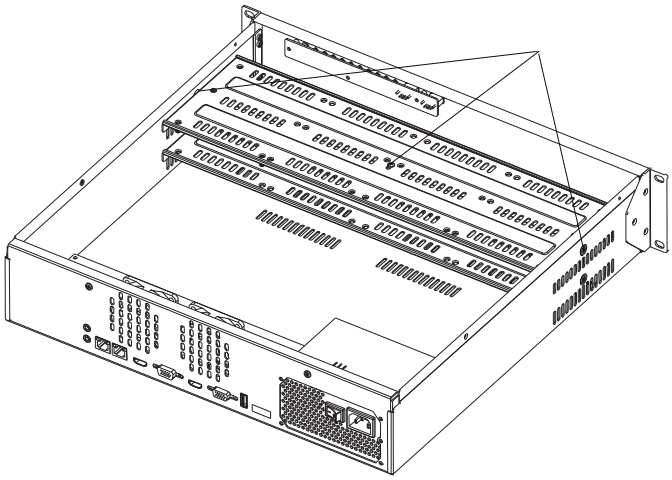
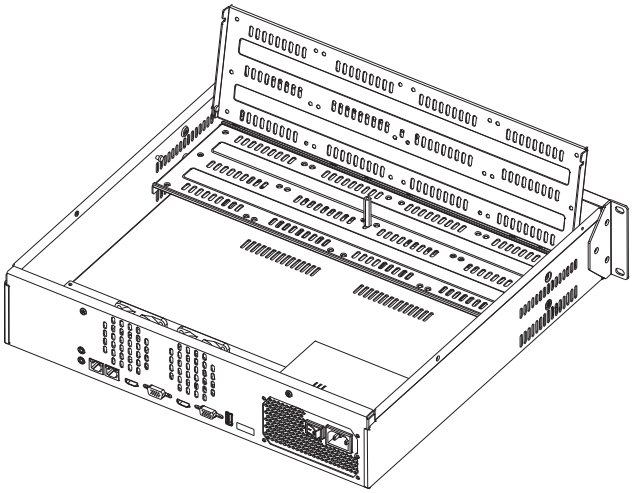

Рисунок 3
Рисунок 4
1) Открутите винты крепления крышки видеорегистратора на задней части корпуса, затем снимите верхнюю крышку. Снимите кронштейн для крепления HDD, открутив винты на боковых частях корпуса (рисунок 3) и поднимите верхний кронштейн (рисунок 4).